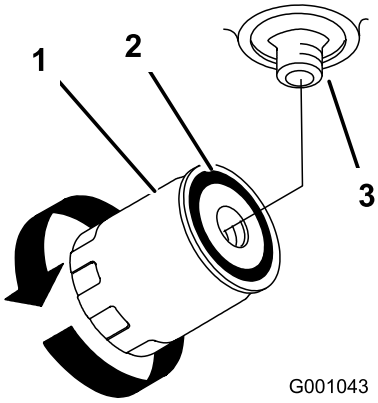

Rysunek 77
4. Nanieś cienką warstwę oleju hydraulicznego na gumową uszczelkę nowego filtra (Rysunek 77).
7. Napełnij zbiornik hydrauliczny olejem hydraulicznym, aż olej przepełni filtr, a następnie obracaj filtr oleju w prawo aż uszczelka gumowa zetknie się z adapterem filtra, po czym dokręć filtr dodatkowo o 1/2 obrotu (Rysunek 77).